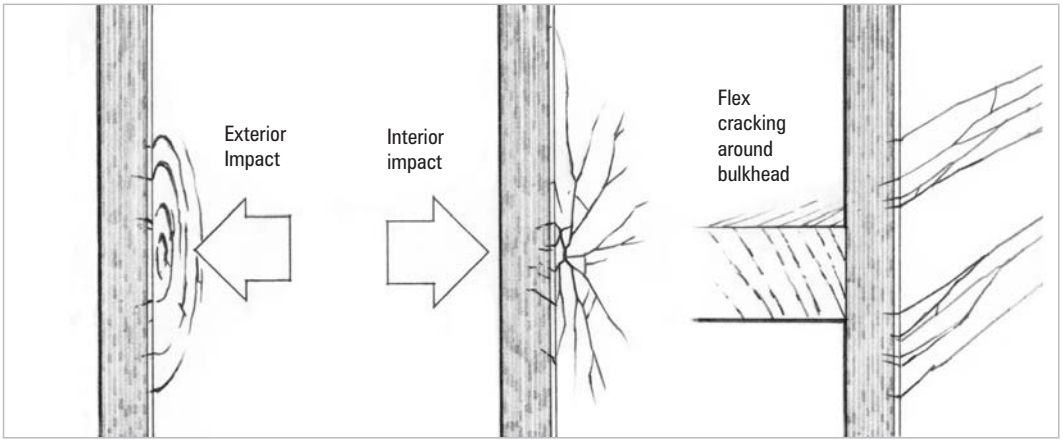

Figure 2-1
1. Examine the pattern and location of cracks to determine their cause *(Figure 2-1)*. If the pattern or location indicates flexing, examine the interior side of the panel to determine the best location for additional reinforcing. If the cracks are a result of impact, examine the interior side of the panel to determine whether damage extends through the entire laminate.